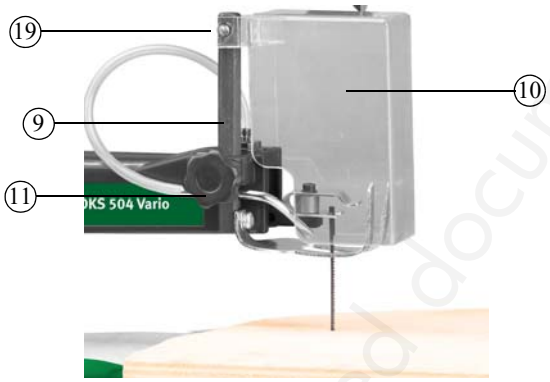

Fig. 9 : Montage du protège-lame
4. Placez la lame et l'adaptateur dans la machine (fig. 9). Réglez ensuite la lame à la bonne longueur.
1. Insérez le porte-pièce (figure 9, 9) dans le trou sur le bras (figure 9, 19), et fixez-le avec la poignée de verrouillage (figure 9, 11).
2. Glissez le protège-lame (figure 9, 10) sur le porte-pièce (figure 9, 9).
3. Insérez la vis dans le trou sur le porte-pièce (figure 9, 9) et le protège-lame (figure 9, 10) et serrez-la.
4. Utilisez la poignée de verrouillage (figure 9, 11) pour fixer le protège-lame avec le porte-pièce à différentes hauteurs.